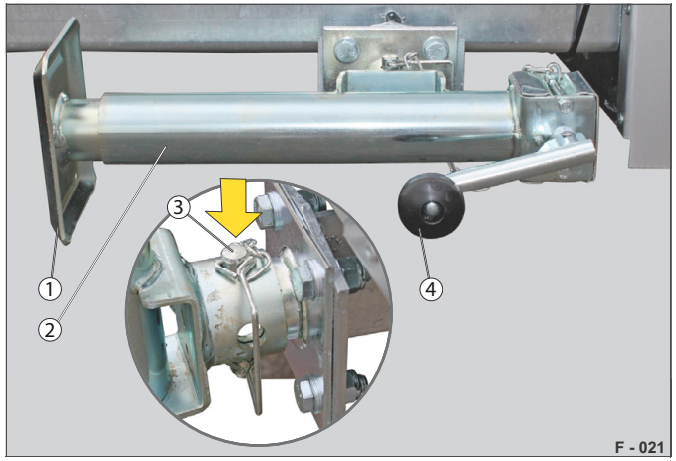

Abb. 37 Jízdní poloha
▶ Vytočte stavěcí nožku (Abb. 37/1) pomocí kliky (Abb. 37/4) zcela nahoru.
▶ Vytáhněte zásuvný kolík (Abb. 37/3).
▶ Otočte podpěru (Abb. 37/2) pomalu nahoru.